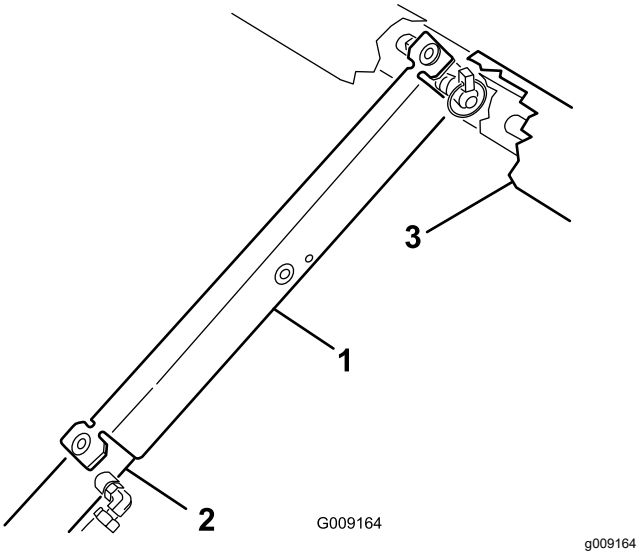

Figur 33
3. Tryck fast flakstödet på cylinderstaven och kontrollera att stödets ändar vilar på cylindertrummans ände och på cylinderstavens ände (Figur 33).